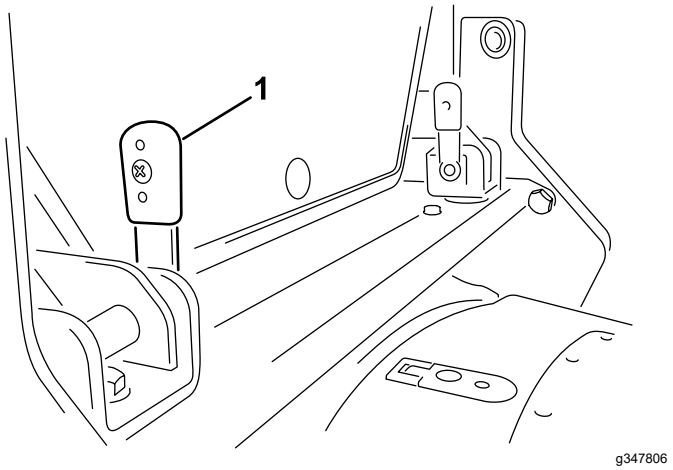

Bild 21
3. Drehen Sie die Griffe der Verriegelungsstifte so, dass sie nach oben zeigen (Bild 21).